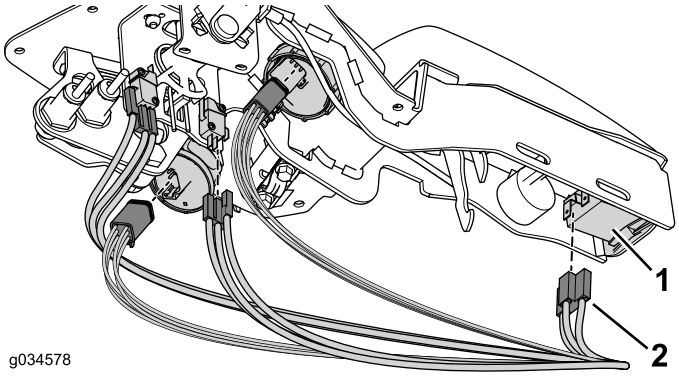

Figur 30
5. Slut ledningsnettet til de relevante forbindelser (Figur 30).